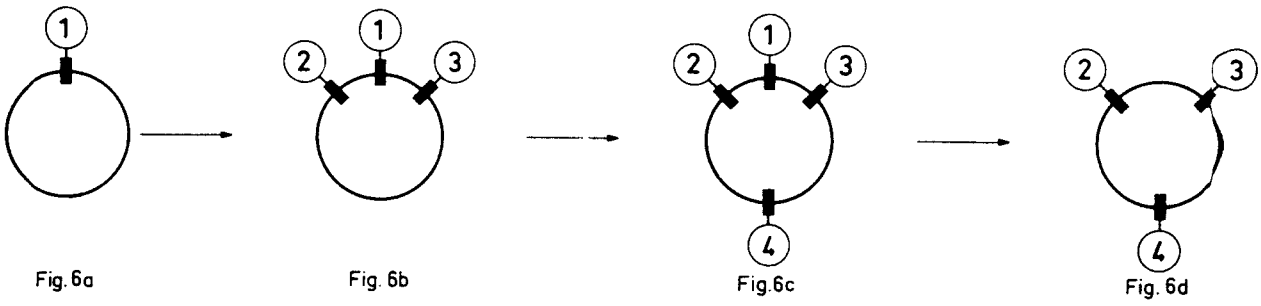
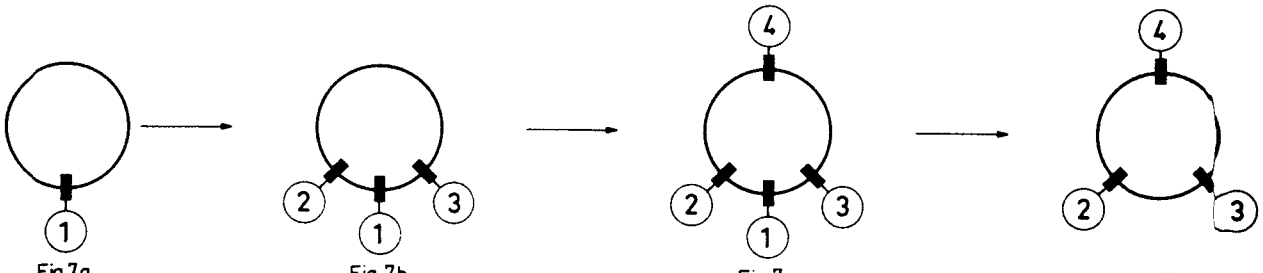

Fig. 6a Fig. 6b Fig. 6c Fig. 6d
Fig. 7a Fig. 7b Fig. 7c Fig. 7d
Steht die Ablenk-Unit in der richtigen Stellung dann den Gummikeil (1), von dem der Papierstreifen nicht entfernt worden ist, an der Oberseite (Abb. 6a) oder der Unterseite (Abb. 7a) anbringen. Abb. 6a zeigt die Situation, in der die Ablenk-Unit nach oben gekantelt wurde und Abb. 7a gibt an, dass die Unit nach unten gekantelt wurde.